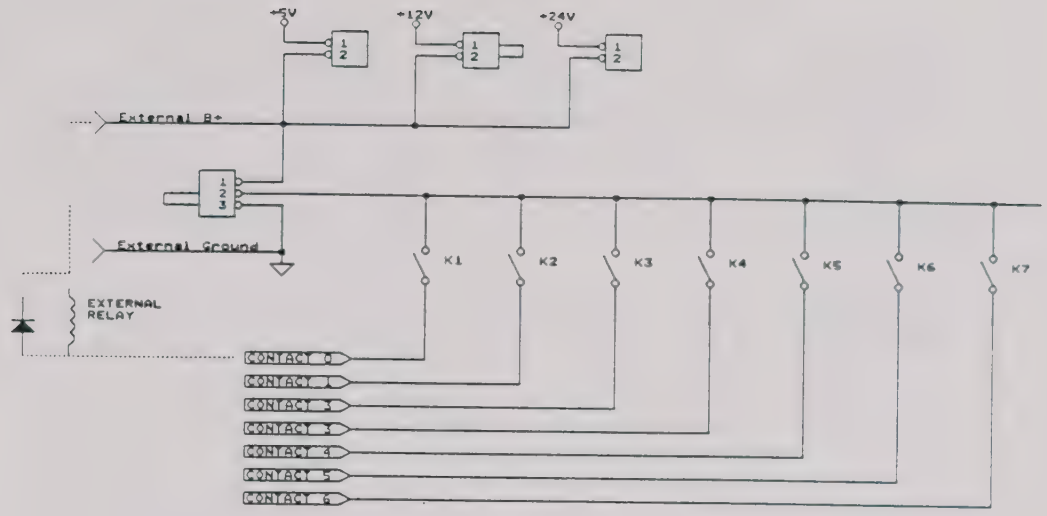

Figure 4-3, Internal Supply Sink Driver Example
4.2.3 The 1260-64 contains some internal protection circuitry. The internal current sourcing and handling capabilities of the module and the mainframe must not be exceeded. Properly interface external loads, especially if they are inductive. If an external supply is used, the external B+ and B- lines MUST be connected to the External B+ and the External Ground pins on J1. Flyback-clamping suppression diodes MUST be connected across any inductive loads. (Switching of AC inductive loads is not recommended.) Figures 4-3 through 4-6 show correct methods interfacing to the 1260-64 relay banks.
5.1.2 The main logic PCB Assembly contains DC relay banks, 1260 Local Bus interface circuitry, and drivers for both the relay bank and the RF relays. The VXI interface is described in the Theory of Operation section of the 1260 Series VXI Switching Cards Manual. The relay driver circuitry is contained in monolithic IC driver chips. The relay banks are shown in Figures 4-3 through 4-6. Not shown in these figures are internal clamp diodes. These diodes will clamp minor inductance effects, such as those caused by wiring; but they are not intended to replace suppression diodes across the solenoid coils of external relays, or other inductive loads. Referring to the schematic diagram, the diodes between the Contact lines and ground clamp switch-to-open transients when the bank is used as a source driver. The diodes between the Contact lines and the External B+ clamp switch-to-open transients when the bank is used as a sink driver.